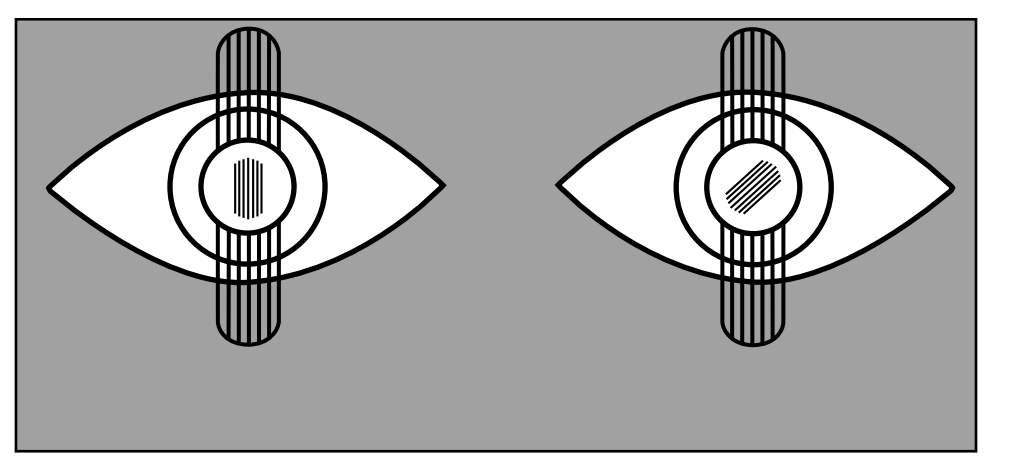

Figura 2 Figura 3
4. Observe el "reflejo" el cual aparecerá como en la Figura 2, siempre y cuando no exista astigmatismo oblicuo. Si hay astigmatismo oblicuo, el reflejo aparecerá más similar a la Figura 3, donde el reflejo no aparece vertical.